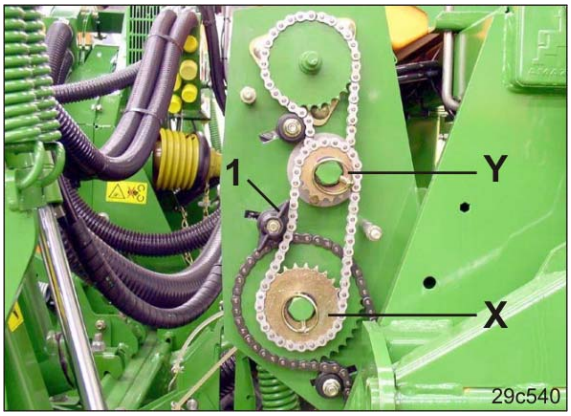

Fig. 166
4. Flügelmutter (Fig. 166/1) des Kettenspanners lösen.
Kettenrad X (Fig. 166/X) = 17 Zähne
Kettenrad Y (Fig. 166/Y) = 24 Zähne.
8. Kettenspanner spannen und mit der Flügelmutter (Fig. 166/1) befestigen.